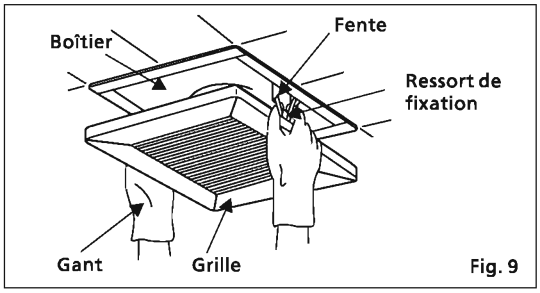

Fig. 9
3. Insérez les ressorts de fixation dans les fentes de la manière illustrée et fixez la grille au boîtier du ventilateur. (Voir Fig. 9)